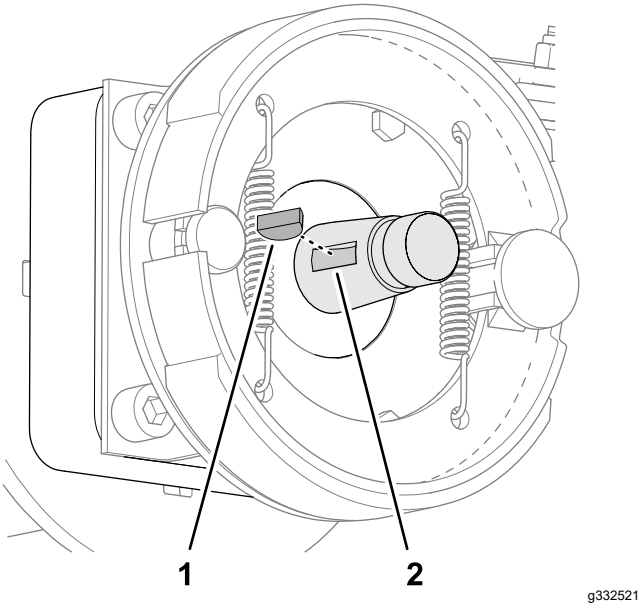

**Figur 69**
2. Sätt in woodruffkilen i skåran på hjulmotoraxeln (Figur 69).